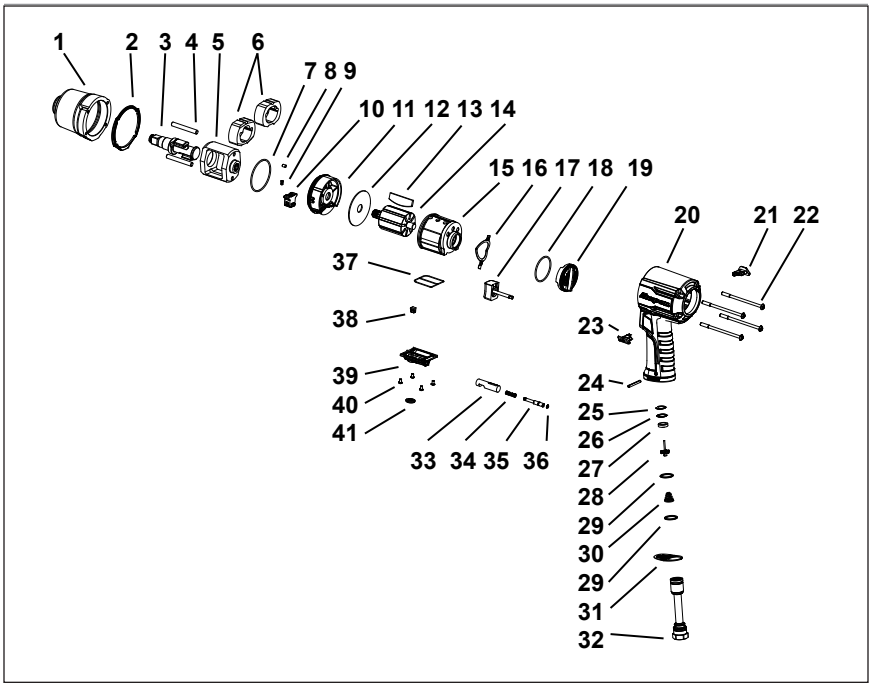

Figure 2: PT850 Pneumatic Impact Wrench
- **部品リストについては図2を参照してください。メンテナンスや修理には、*Snap-on*　純正交換部品だけを使用してください。メンテナンスや修理は、訓練を受けたサービスエンジニアにのみ行わせてください。修理部品やサービスマニュアルは、最寄りの*Snap-on*代理店で取り扱っております。**